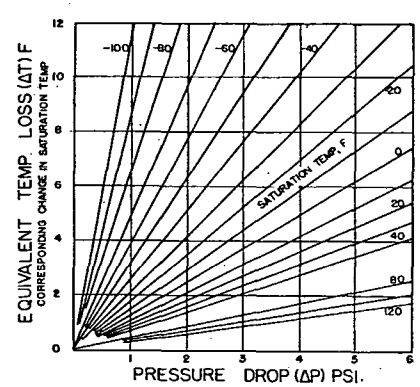

Fig. 4 .... Temperature Equivalent (ΔT) of Pressure Drop (Ammonia)
(5) For the Equivalent Change in saturation temp for various line pressure drops in psi, refer to Fig. 4.
(6) Tabulated data developed from ARI data.[1]